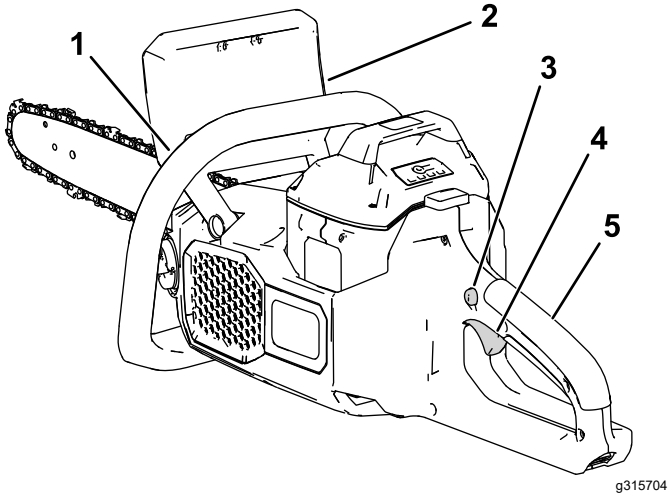

Figuur 9
7. Met de linkerhand op de voorhandgreep en de rechterhand op de achterhandgreep: druk de vergrendeling in en dan de trekker (Figuur 9).